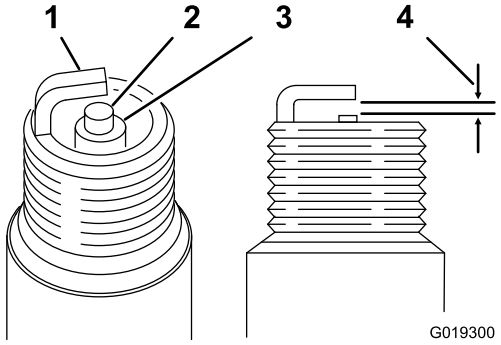

Rysunek 28
3. Upewnij się, że szczelina powietrza jest prawidłowa (Rysunek 28).